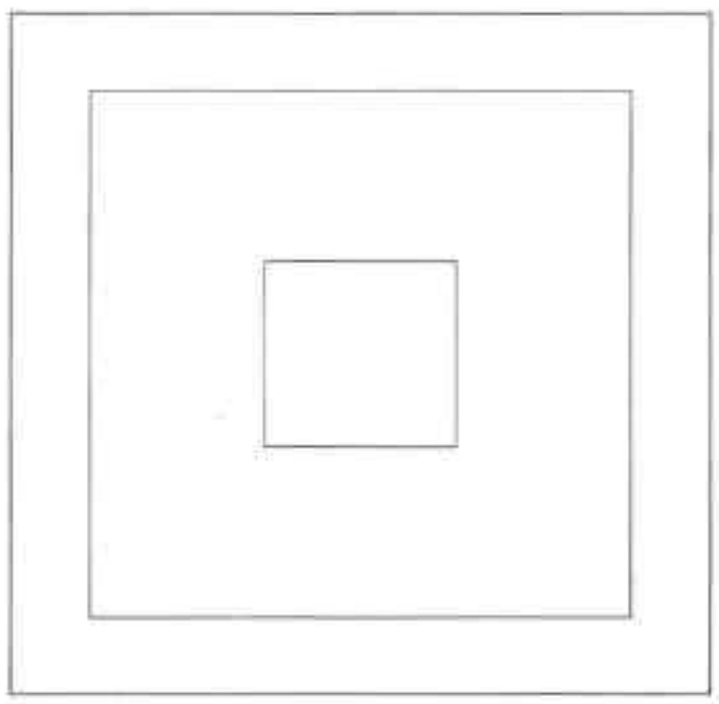

图20-2 偏移正方形
Step 02 执行“偏移”命令，将正方形向内依次偏移 450mm 和 1000mm，如图 20-2 所示。